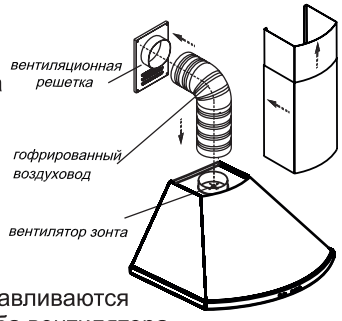

РИС. 7
6.4 Установите фальштрубы (рис.7, 8). Выдвиньте верхнюю фальштрубу, оденьте ее на кронштейн (рис. 9) и закрепите винтами самонарающими.
6.3 В зависимости от режима эксплуатации зонта соедините вентилятор с вентиляционной решеткой полужестким гофрированным воздуховодом (рис. 7) или установите на вентилятор угольные фильтры (рис. 8).